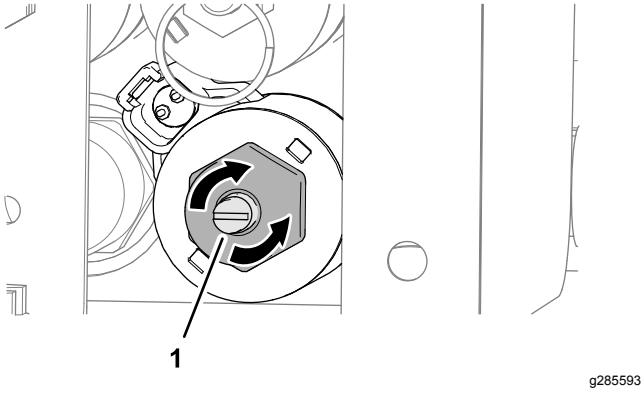

Figuur 33
1. Draai de inbusschroef voor het opheffingsmechanisme van de klep rechtsom om de snelheid van de lopende band te verhogen (Figuur 33).